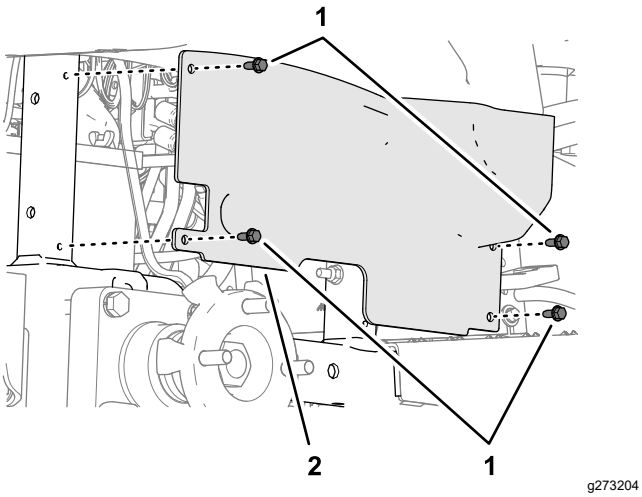

Figur 31
3. Ta bort de fyra flänshuvudskruvarna (¼ x ⅝ tum) som fäster hjulskyddet vid maskinens ram (Figur 31).
6. Rikta in hålen i hjulskyddet med maskinens ram (Figur 31) och fäst skyddet på ramen med de fyra flänshuvudskruvar (¼ x ⅝ tum) som du tog bort i steg 3.